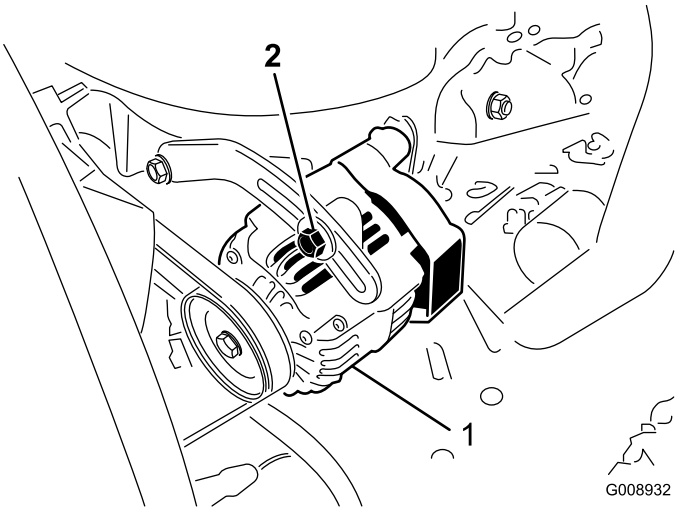

Figur 49
2. Hvis du ikke kan trykke den ned 10 mm, løsner du monteringsboltene for generatoren (Figur 49).